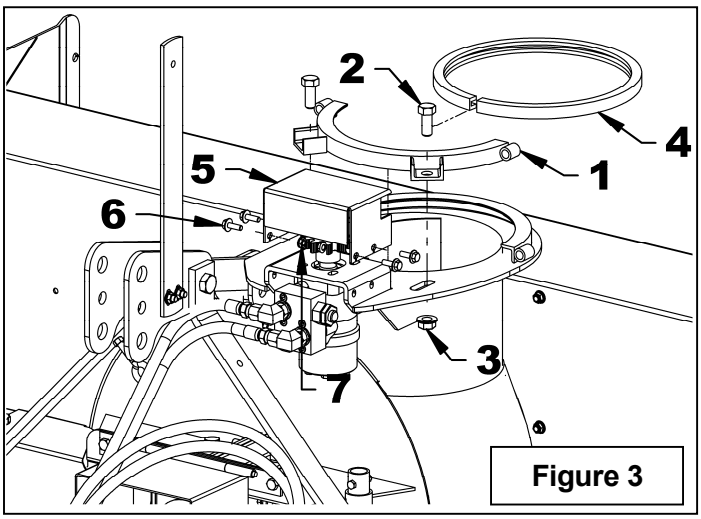

Figure 3
1. **Figures 3:** Remove the retaining plate (item 1) by removing the two 5/8" x 1 1/2 bolts (item2) and 5/8" serrated flange nuts (item 3).
2. **Figures 3:** Remove the rotation ring (item 4) and the gear shield (item 5) by removing the four 5/16" x 1" serrated flange nuts (item 6) and the 5/16" serrated flange nuts (item 7).